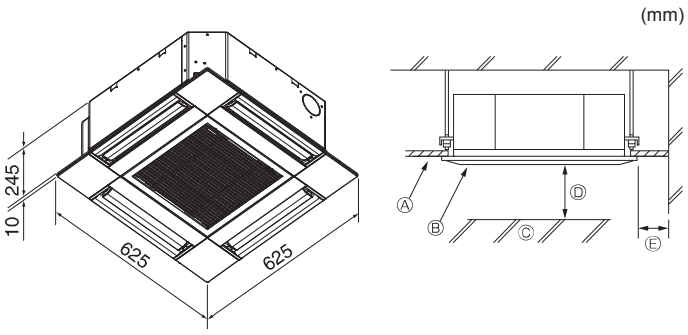

Fig. 3-1
3.1. Indendørsenhed (Fig. 3-1)